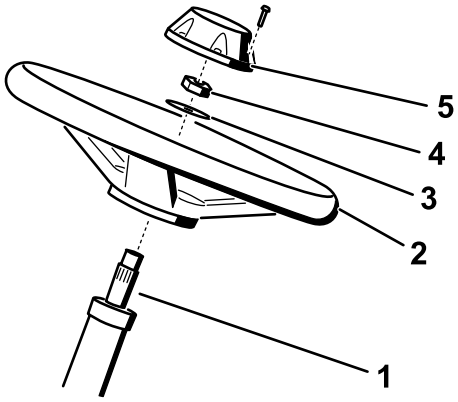

Figuur 6
1. Breng anti-seize smeermiddel aan op de stuuras (getoond in Figuur 6).
2. Zet het stuur met een ring en een borgmoer vast aan de stuuras (Figuur 6).
4. Monteer de dop op het stuur (Figuur 6).